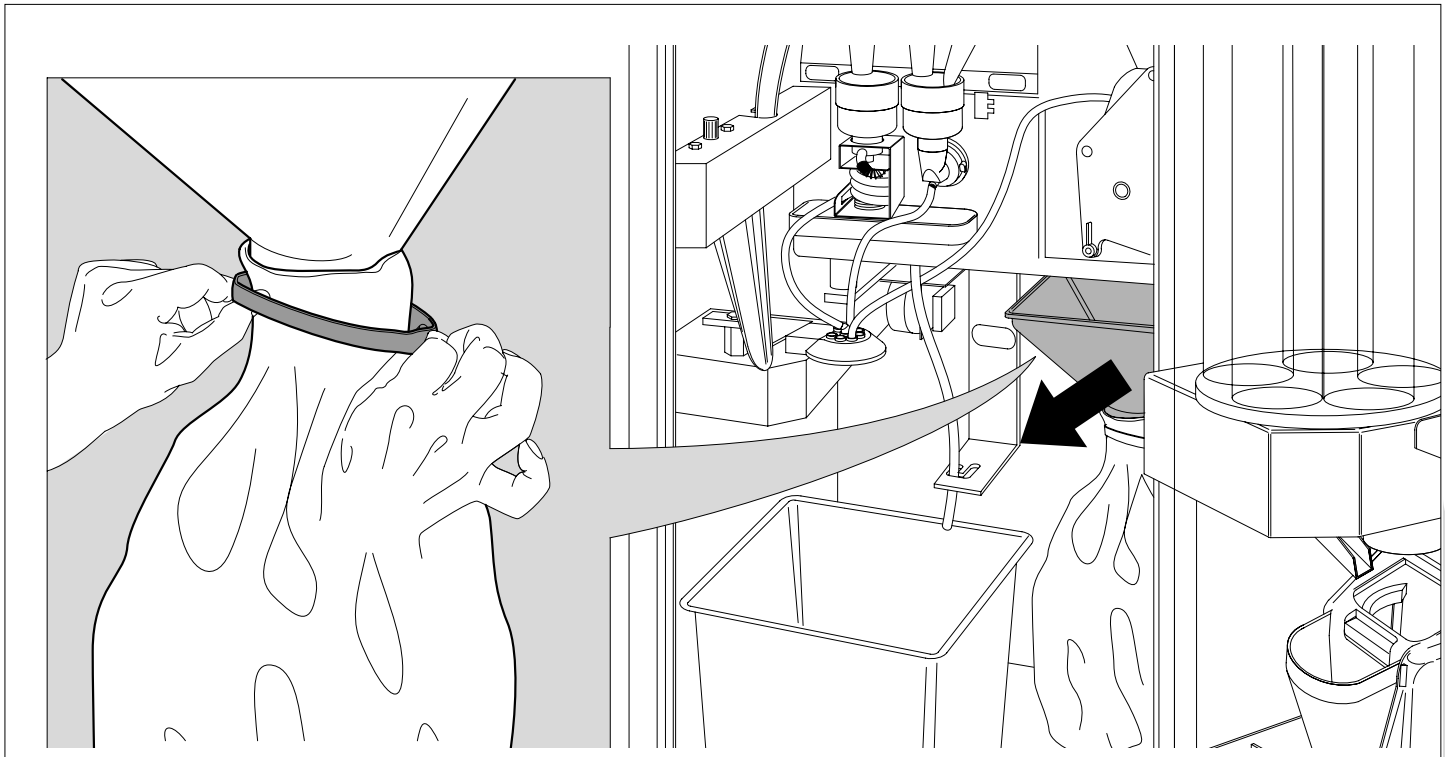

Fig. 6.35
– introduzir o saco de plástica dobrando-o sobre a guia e blocando-o com a mola (*fig 6.35*)